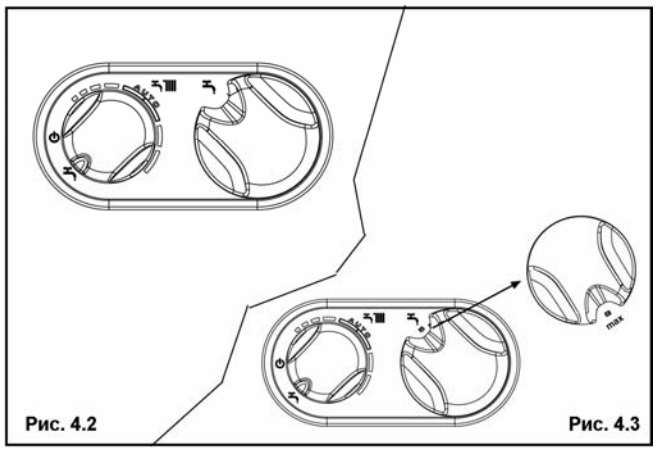

Рис. 4.2 Рис. 4.3
- установите переключатель режимов работы на символ «» (рис. 4.2)